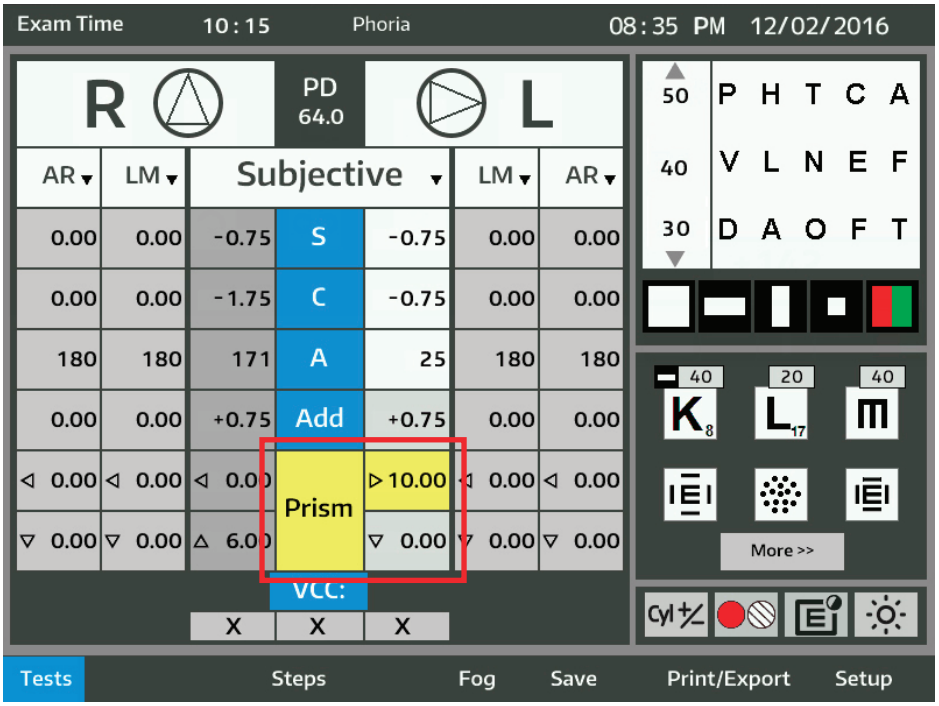

Figure IU-22 Vertical Phoria Test Screen
1. Touch **TESTS** and **PHORIA. Refer to Figure IU-22.**